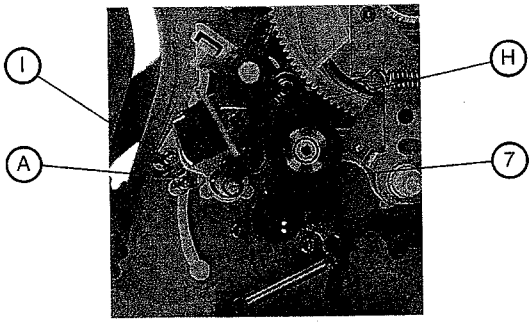

*fig. 24*
*(ABB. 24 und 25)*
*(fig. 24 and 25)*
### C - Kompatibilitätseinstellung *(Abb. 24 )*
### C - Compatibility adjustment *(fig. 24 )*